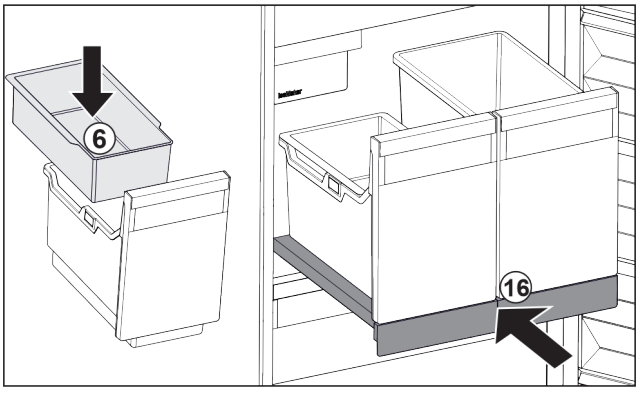

Fig. 146
▶ Inhangschaal *Fig. 146 (6)* voor ijsblokjes aanbrengen.
▶ Uitschuifplateau met bak (IceTower) er inschuiven. *Fig. 146 (16)*